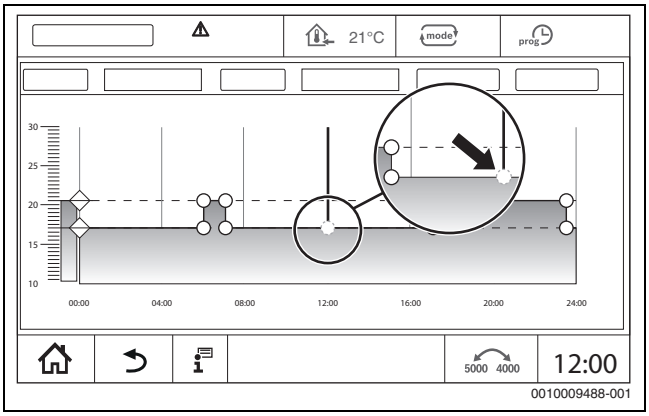

Fig. 26 Insertion d'un point de commutation
- ▶ Effleurer le point de commutation (→ fig. 26, page 22) et le placer sur la ligne de température du mode réduit.